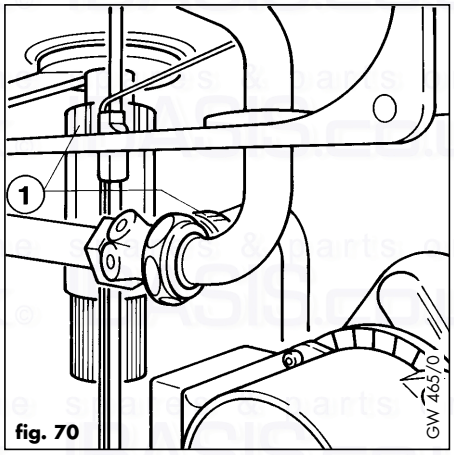

fig. 70
7.7 Replacement of condensate trap (fig. 70)
- Undo the 2 unions (1) and pull trap down to remove from boiler.